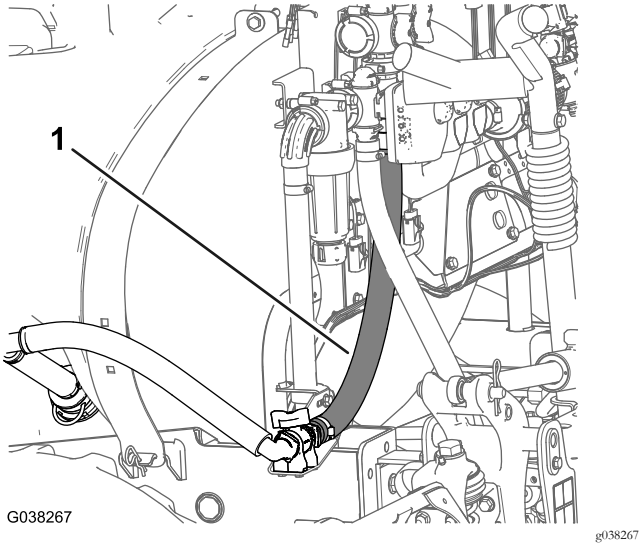

Figura 67
2. Encaminhe o tubo para a válvula de aceleração da agitação (Figura 67).
3. Monte a união de ligação rápida (estriada reta) do tubo de fornecimento da agitação no acoplador rápido da válvula da aceleração da agitação com o retentor que foi fornecido com o tubo (Figura 67).